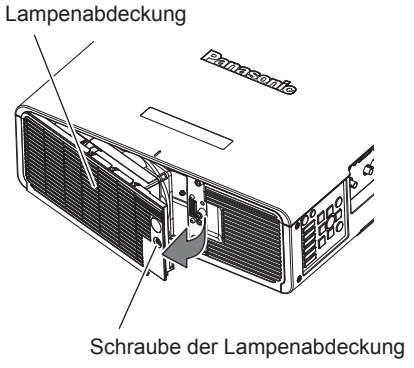

Abb. 1
1) Nehmen Sie die Lampenabdeckung ab. (Abb. 1)